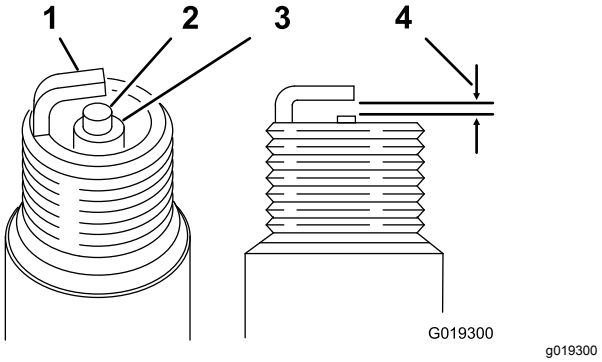

Figur 44
5. Ställ in avståndet mellan mittelektroden och sidoelektroden till 0,76 mm för respektive tändstift, se Figur 44. Montera bägge tändstift med korrekt mellanrum mot packningsförslutningen och dra åt dem till 22 N·m.